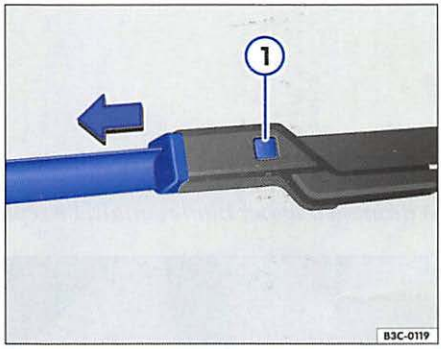

Fig. 12 Illustration of principle: Changing front wiper blade
– Hold the release button down ⇒ fig. 12 ① and at the same time pull the wiper blade in the direction of the arrow.